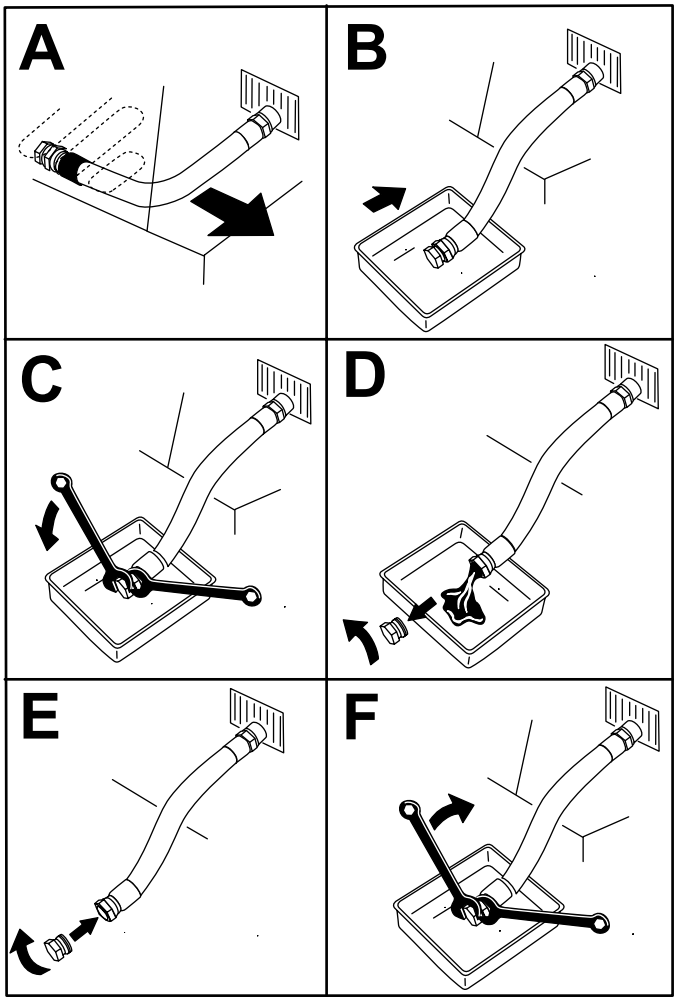

Figura 34
4. Drene el aceite del motor (Figura 34).